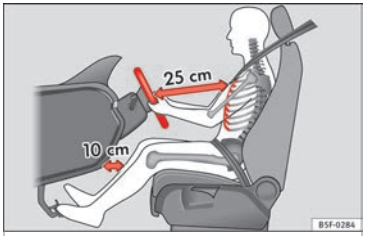

**Fig. 94** The proper distance between driver and steering wheel.
– Adjust the steering wheel so that there is a distance of at least 25 cm between the steering wheel and the centre of your chest ››› **Fig. 94**.
- **Adjust the driver's seat so that there is at least 25 cm distance between the centre of the chest and the centre of the steering wheel ››› Fig. 94. If distance is less than 25 cm, the airbag system may not protect you properly.**